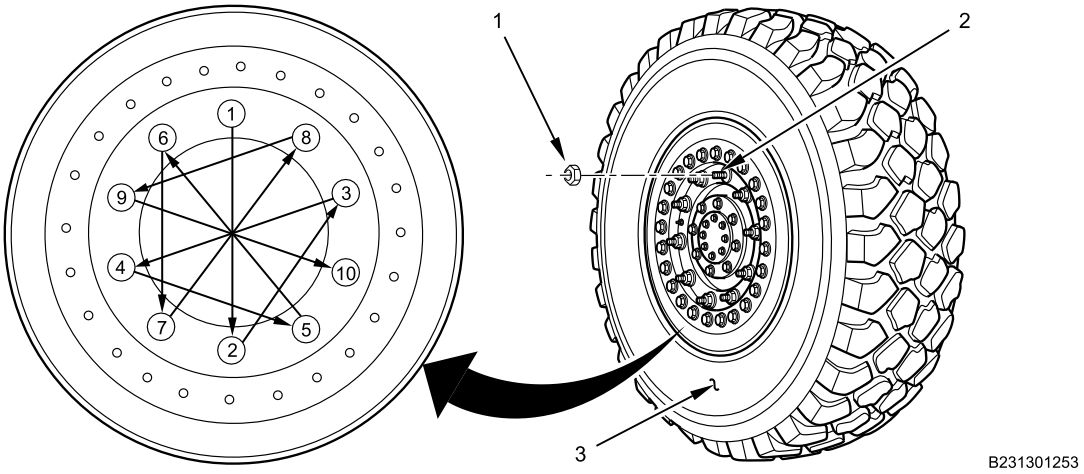

Figure 1. Wheel and Tire Assembly.
3. Remove 10 lug nuts (Figure 1, Item 1) from wheel studs (Figure 1, Item 2) in sequence as shown in illustration.
4. With assistance, remove wheel and tire assembly (Figure 1, Item 3).